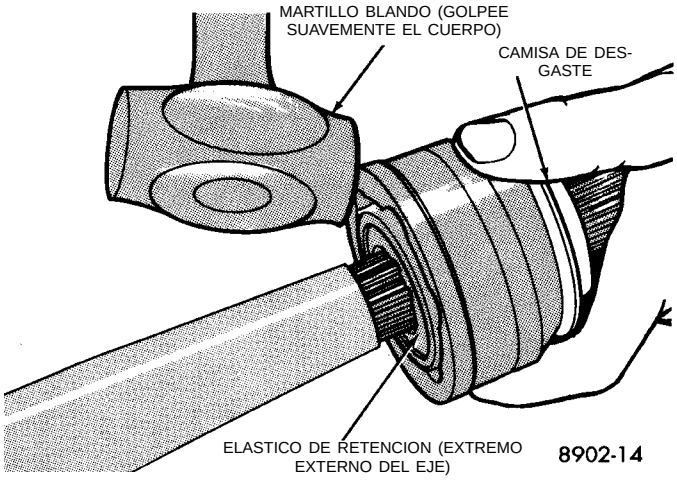

Fig. 45 Desmontaje de la junta homocinética externa del eje de interconexión
(4) Retire la junta homocinética externa del eje de interconexión mediante el siguiente procedimiento: apoye el eje de interconexión en una mordaza **equipada con tapas protectoras en las mandíbulas para evitar que se dañe el eje de interconexión.** Luego, con un **martillo blando,** golpee el extremo del cuerpo de la junta homocinética para desalojar el cuerpo del elástico de retención interno en el eje de interconexión (Fig. 45). Después, deslice la junta homocinética externa del extremo del eje de interconexión. Es posible que sea necesario dar golpes suaves con un **martillo blando** en la junta para retirarlo del eje.